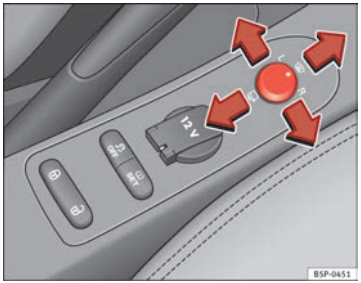

Fig. 88 Regolazione degli specchi retrovisori esterni ▶
1. In primo luogo, ruotare la manopola ⇒ fig. 88 portandola nella posizione **L** (**specchietto esterno sinistro**).
– Per far ripiegare su se stessi gli specchietti esterni si deve ruotare la manopola ⇒ fig. 88 portandola nella posizione. Si consiglia di richiudere sempre gli specchietti esterni quando si porta il veicolo all'autolavaggio, altrimenti potrebbero danneggiarsi.